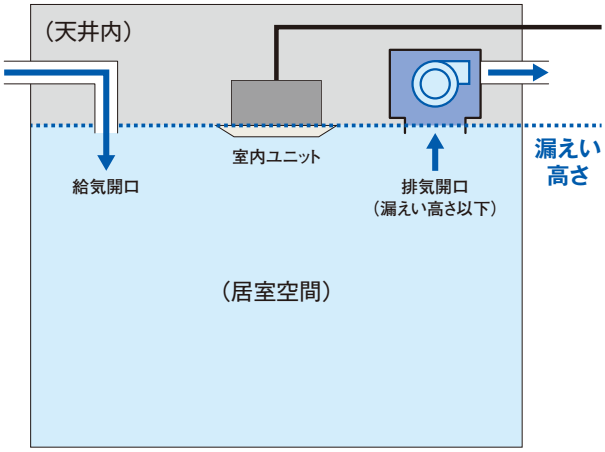

図4 排気開口が漏えい高さ以下の場合
- 排気開口を天井近くに設置する場合は、排気開口部を漏えい高さ以下にすること。（図4）